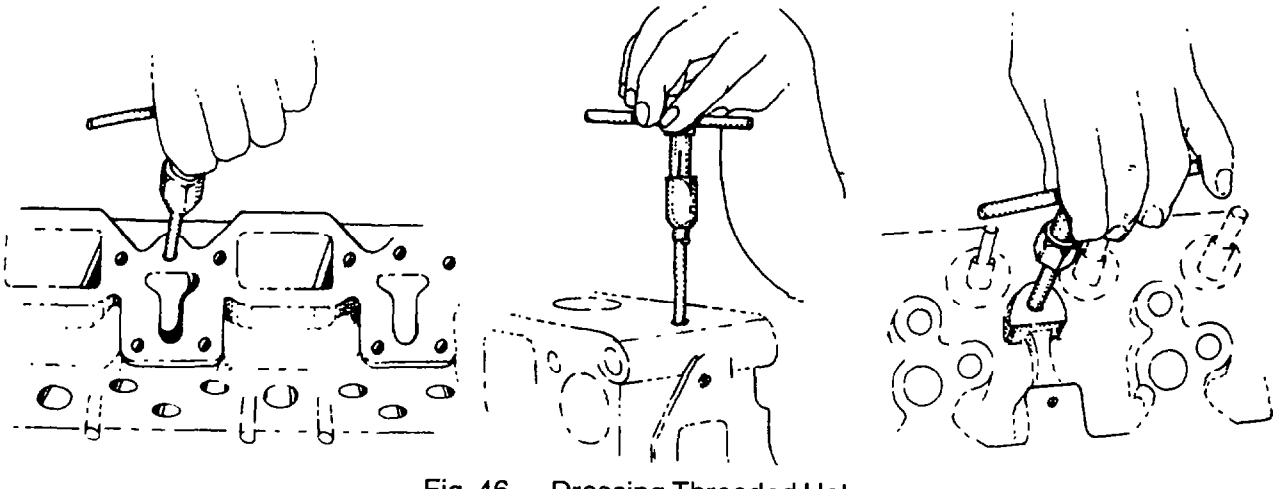

Fig. 46 — Dressing Threaded Holes
c. Run the appropriate tap into all threaded holes, including the manifold bolt holes, rocker arm shaft mounting holes and fuel line clip hole which is located at the rear end of the front cylinder head to dress the threads (see fig. 46).